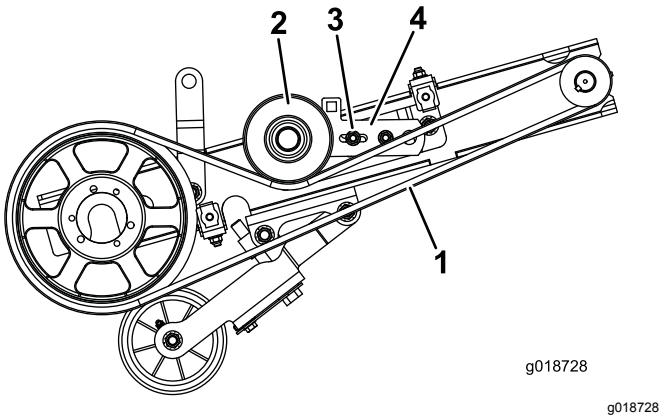

Figur 24
1. Fjern møtrikken og bolten, der fastgør styreremskivens beslag (bolt i rillet hul i beslaget) til spændingsjusteringsbeslaget (Figur 24).
4. Tag den nederste remafskærmning og knivcylinderdrevets rem af (Figur 24).